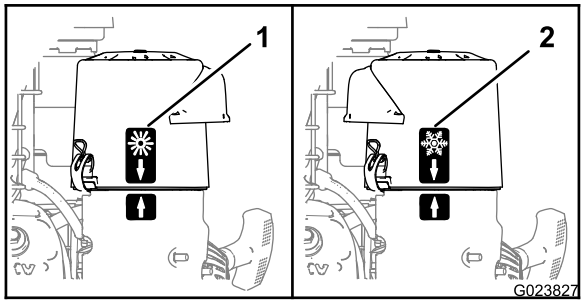

Figuur 8
- Bij het werken in **koud weer** (lage luchttemperatuur en vochtigheid) - plaats de luchtfilterbehuizing zo dat de sneeuwvlok naar voren wijst (Figuur 8).
- Bij het werken in **normaal weer** - plaats de luchtfilterbehuizing zo dat de zon naar voren wijst (Figuur 8).